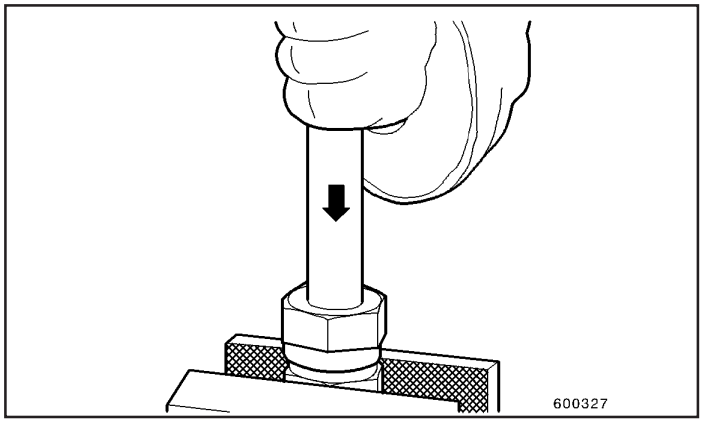

Fig.7
4. Pressione o tubo introduzindo-o no cone interno do corpo da conexão até que atinja o ressalta de batente no interior do corpo (Fig. 7).